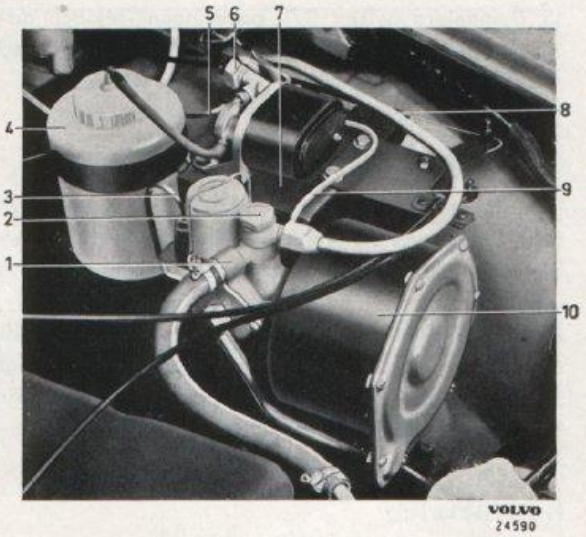
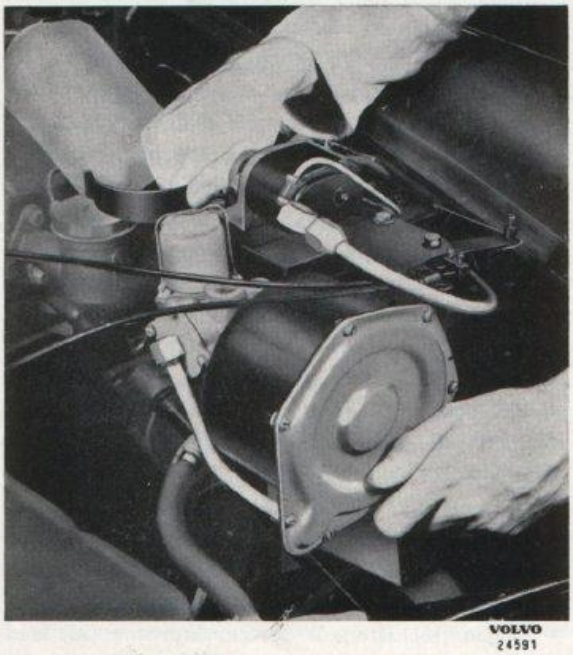

Bild 7-23. Servobromscylinder monterad
Bild 7-24. Demontering av servocylinder
Koppla från de hydrauliska ledningarna 3, 5 och 9, bild 7-23) och plugga dem. Demontera behållaren (4) och hålskruven (2) för vakuumledningarna. Skruva ur de fyra fästskruvarna för konsolen (7) och luft upp servobromscylindern komplett med konsol, se bild 7-24. Demontera de tre fästskruvarna och skilj servobromscylindern från konsolen.
1. Gör rent kring påfyllningslocket på huvudcylindern. Skruva av locket och fyll vid behov på bromsvätska. Använd endast förstklassig bromsvätska som uppfyller fordringarna enligt SAE 70 R 3. Vätska som endast uppfyller fordringarna enligt SAE 70 R 1 eller s. k. HD-kvalitet skall ej användas. Koppla från servobromscylindern genom att skruva ur hålskruven (2, bild 7-23).